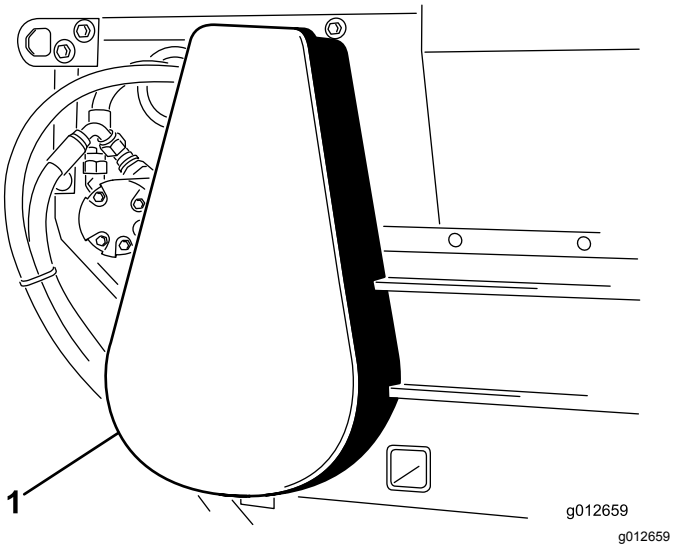

Figur 23
1. Fjern kædedækslet (Figur 23).